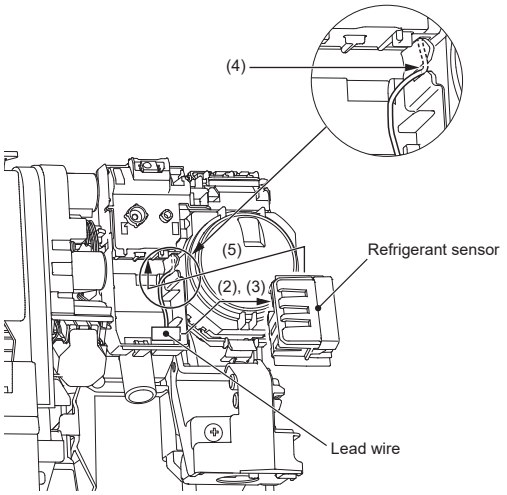
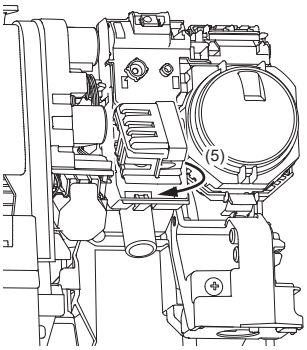

Fig. 1
Fig. 2
(1) Remove the panel right assembly.
(2) Take out the lead wire. (Fig. 1)
(3) Connect the lead wire to the refrigerant sensor. (Fig. 1)
(4) Push the lead wire into the slit so that the refrigerant sensor does not press it.
(5) Install the refrigerant sensor as shown in the figure. (Fig. 2)